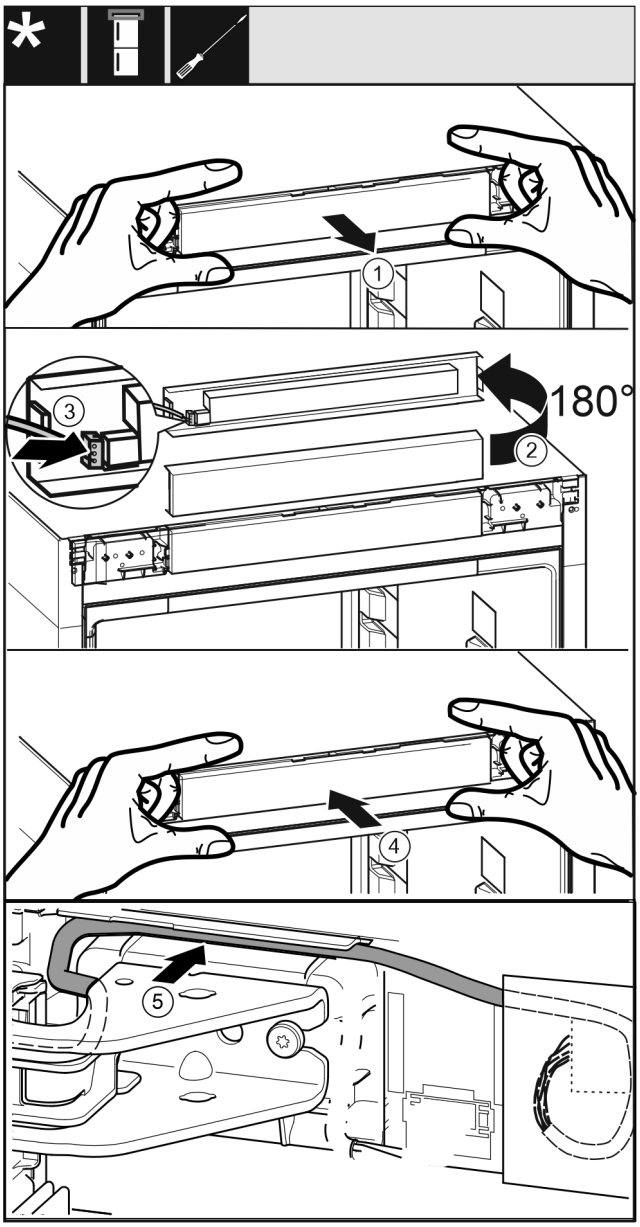

Fig. 62
- ▶ Izņemiet uzmanīgi vadības aizsegu *Fig. 62 (1)*.
▶ Pagrieziet vadības aizsegu *Fig. 62 (2)* par 180° uz augšu.
▶ Nofiksējiet spraudni *Fig. 62 (3)* pie vadības pārsega.
▶ Nofiksējiet atkārtoti vadības aizsegu *Fig. 62 (4)* pie ierīces.
▶ Ievietojiet uzmanīgi kabeli *Fig. 62 (5)* vadotnē virs augšējā gultņa balsta.